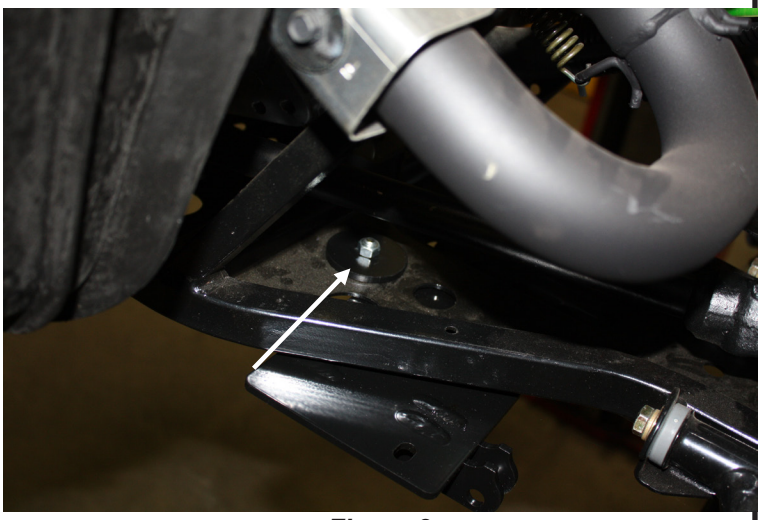

Figure 2
2. On the top side of the skid plate place the large black washer over the bolt along with a flat washer and lock nut. Do not tighten yet but you can take some of the slack out of the threads. See figure 2.